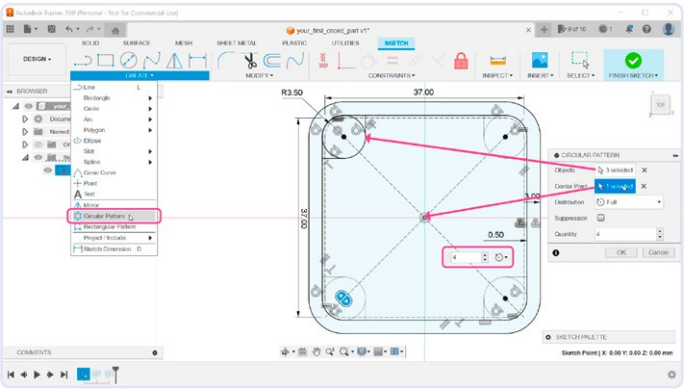

Figuur 11. De steun voor de andere drie hoeken dupliceren.
11. Er zijn nog drie steunen nodig, maar in plaats van deze met de hand te tekenen, kunnen we enkele tools gebruiken om de huidige steun te dupliceren. Een voor de hand liggende keuze is het *Mirror*-gereedschap (*Create* → *Mirror*). Een oplossing met één klik is in dit geval echter het gereedschap *Circular Pattern*, ook te vinden in het *Create*-menu. Met het gereedschap actief moeten we de cirkel en de twee lijnen selecteren (**figuur 11**). Klik op de knop *Select* naast het middelpunt en selecteer daarna de oorsprong. Voer voor *Quantity* een waarde van 4 in.